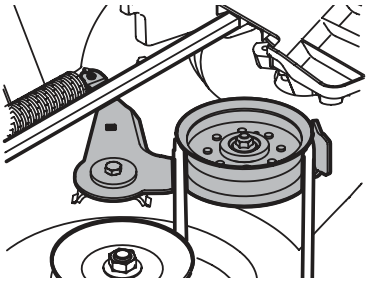

Fig. 44
8. Desde el lado derecho del tractor, inserte una llave de trinquete de 3/8 pulgada, regulada para **ajustar**, en el orificio cuadrado del soporte intermedio (Fig. 44).
9. Pivote la llave hacia adelante para mover la polea de transmisión de la plataforma hacia adelante (Fig. 44).